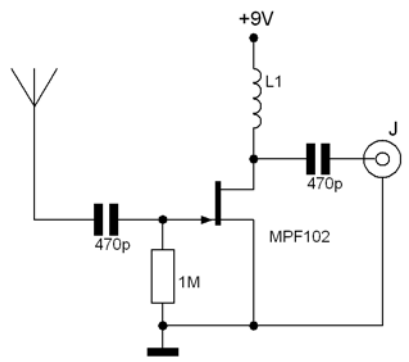

Figura 1
In figura 1 una antenna attiva per la ricezione di segnali AM, FM e in onde corte (SW). L'induttore L1 dovrà essere scelto in base all'applicazione: 470µH per FM e AM, 20µH per ricezione in SW.